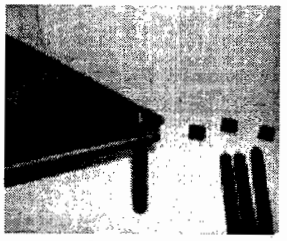

Figure 2.7. Mounting Lower Stand onto Short Legs.
1. Insert the three Short Legs through the holes in the Lower Stand by inserting the threaded screw through the holes. This will balance the Lower Stand on the table top. (Fig. 2.7).